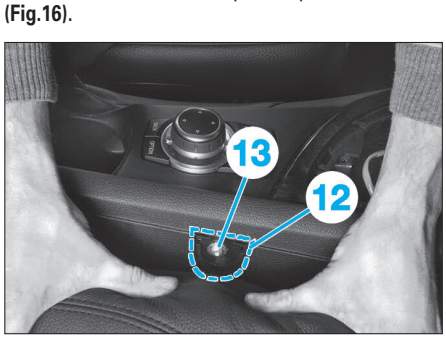

Fig. 16
• Retirer l'obturateur (12) puis déposer la vis (13) **(Fig.16)**.